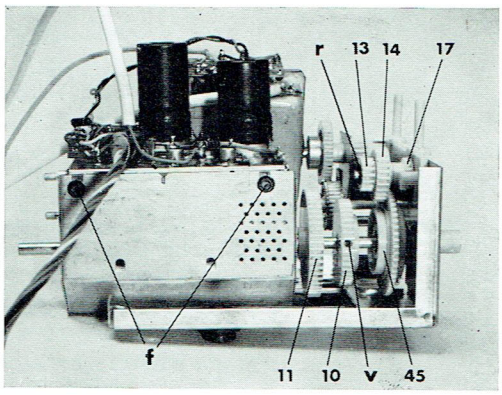

fig. 16
2° Mettre le pignon (10), ce dernier maintient en position le pignon (11) (fig. 16). **Tournevis ⌀ 3**